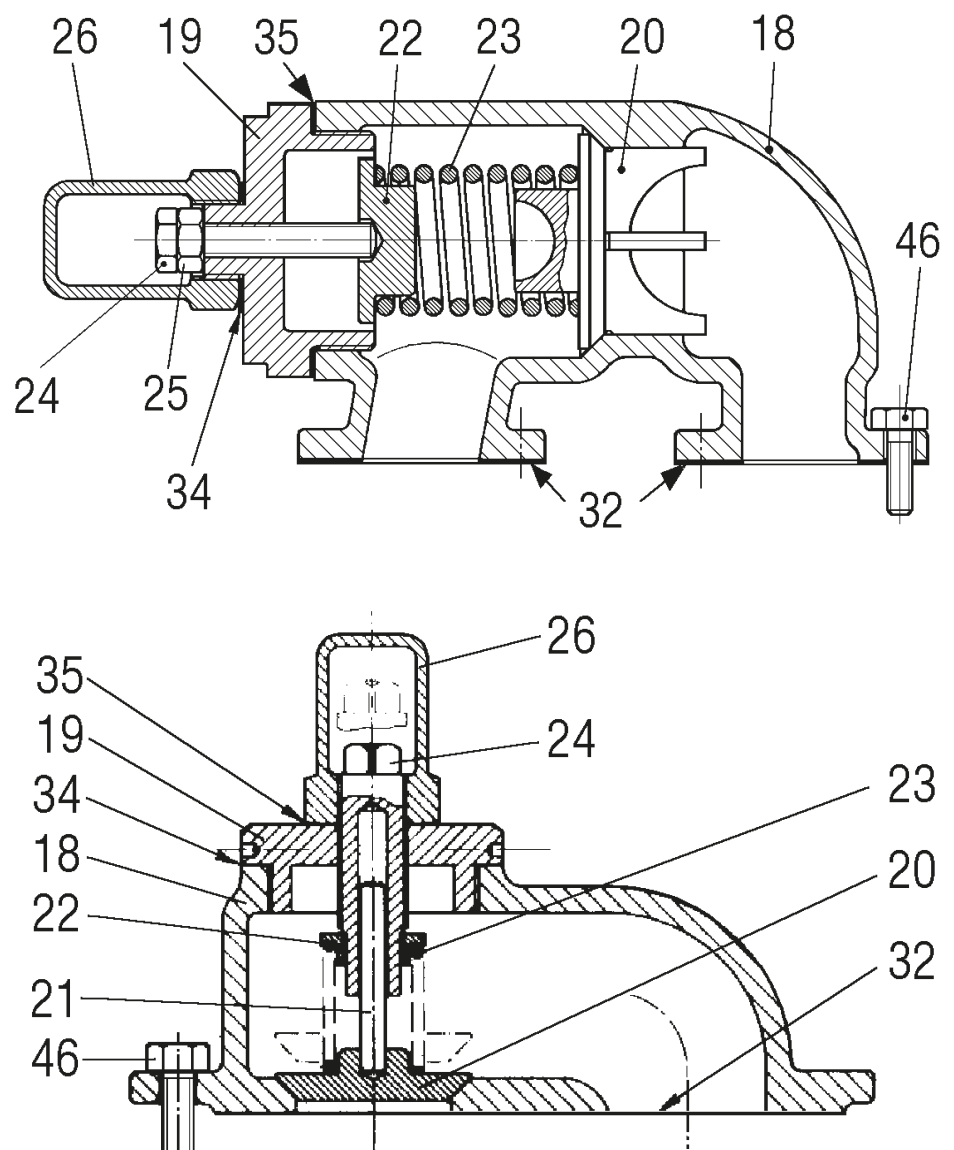

fig. 19
11.13 Sacar y desmontar la válvula de seguridad. (fig. 19)